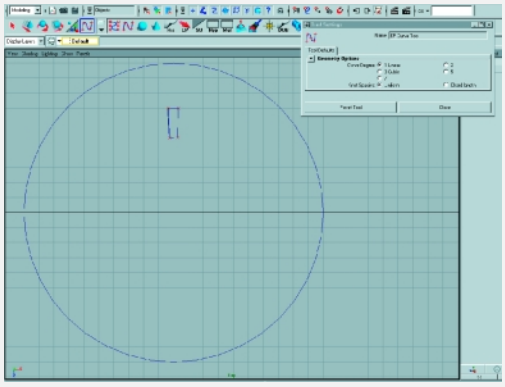

Рис. 6.
10. Перейдем в окно top. Создадим NURBS Circle радиусом в 10 клеток (scale X, Z=10). Внутри него инструментом EP Curve Tool, у которого в настройках Curve Degree стоит 1 Linear (т.е. мы можем рисовать острые углы), изобразим трапецию (рис. 6).